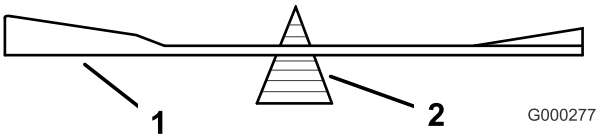
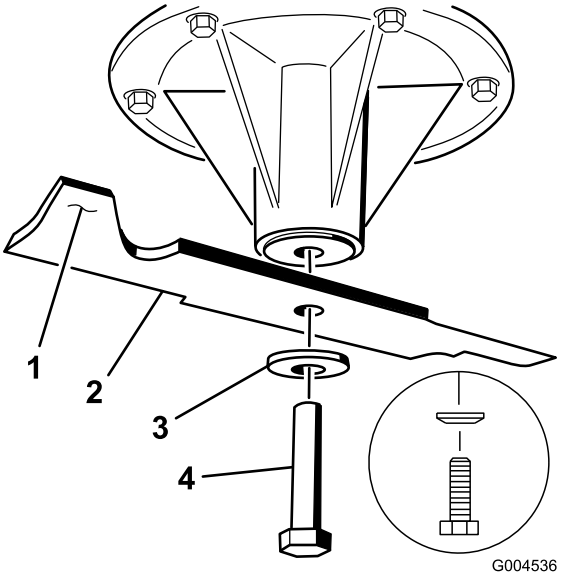

Figur 85
Figur 86
2. Fjern knivbolten, fjederskiven og kniven fra spindelakslen (Figur 86).
2. Kontroller skæreknivens balance ved at placere den på en afbalanceringsenhed (Figur 85). Hvis skærekniven forbliver i en vandret position, er skærekniven afbalanceret og kan benyttes. Hvis skærekniven ikke er afbalanceret, skal der slibes lidt mere metal af enden af sejlområdet (Figur 86). Gentag denne procedure, indtil skærekniven er afbalanceret.
1. Monter skærekniven på spindelakslen (Figur 86).
2. Monter den buede skive og knivbolten. Den buede skivekonus skal installeres mod boltens hoved (Figur 86). Tilspænd skæreknivsbolten med et moment på 115–150 Nm.